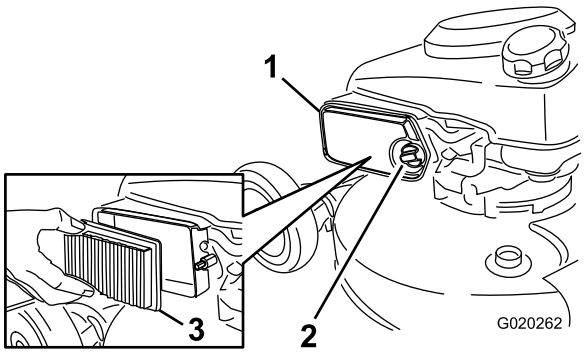

Figuur 38
1. Draai de knop los en open het deksel (Figuur 38).
2. Vervang het filterelement (Figuur 38).